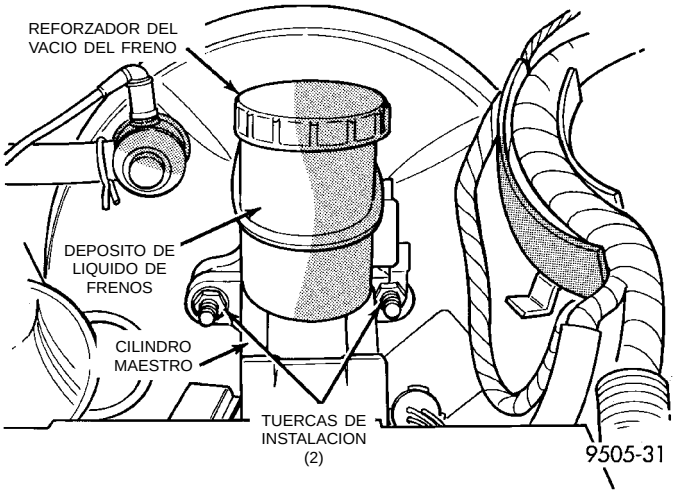

Fig. 115 Instalación del cilindro maestro en el reforzador del vacío
(5) Retire las 2 tuercas (Fig. 115) que fijan la cubierta del cilindro maestro al reforzador del vacío del servofreno.
(6) Retire el conjunto del cilindro maestro del reforzador del vacío del servofreno.
(9) Posicione el cilindro maestro sobre los pernos espárrago de la unidad del servofreno, alineando el vástago de pistón en el reforzador del vacío del servofreno con el vástago de pistón del cilindro maestro.
(10) Instale las 2 tuercas de instalación del cilindro maestro (Fig. 115) y apriete con una torsión de 28 N·m (250 libras pulgada).